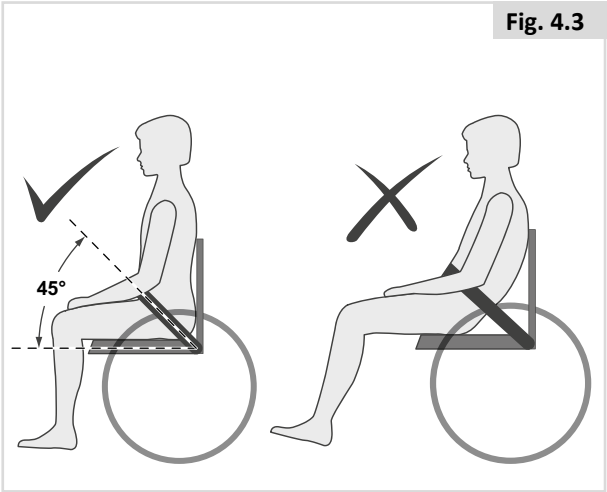

Fig. 4.3
- Pas biodrowy powinien być zamocowany w taki sposób, aby jego taśmy były ułożone pod kątem ok. 45° (Rys. 4.3), a po prawidłowej regulacji powinien zapobiegać zsunięciu się użytkownika z siedziska.